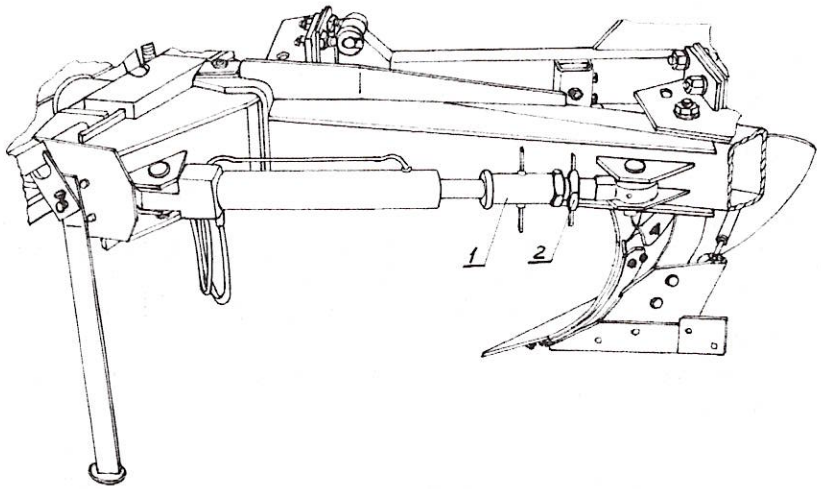

Rys. 14 – Cylinder boczny w pługach
- podnieś lekko pług i śrubę odchylania ramy (lub cylindrem bocznym) przestaw ramę z korpusami tak, aby linie płozów były równoległe do osi symetrii ciągnika. W pługach wyposażonych w cylinder boczny po ustawieniu odpowiedniej jego długości należy dokręcić zderzak (poz.1 Rys.14) do styku z cylindrem.